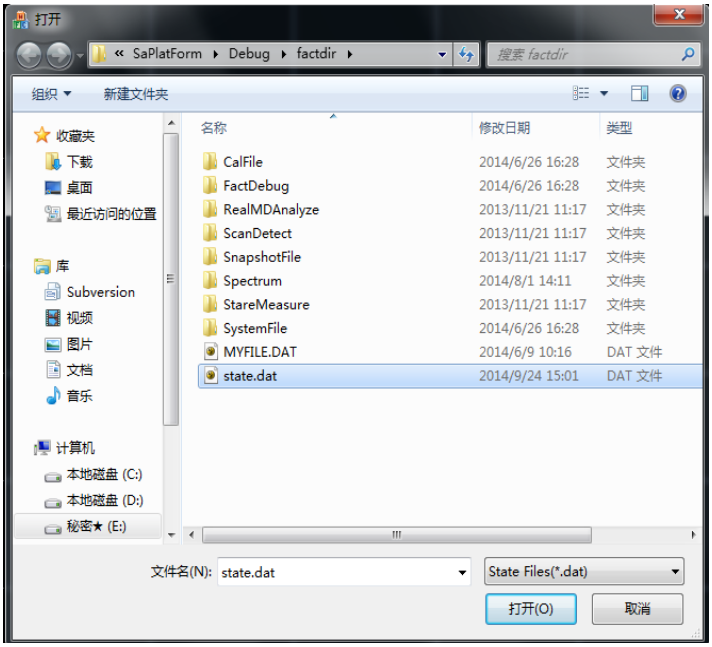

图 3.26 文件调用界面
- 按下软菜单[调用...]，弹出文件打开对话框，选择需要调用的文件名，点击调用即可，如图 3.26 所示。